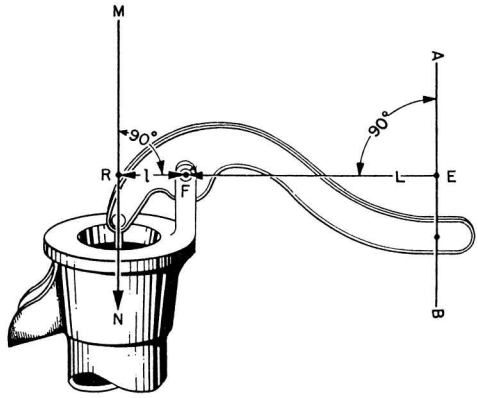

Figure 1-9.—A curved lever arm.
Look at figure 1-9. You may wonder how to measure the length of the effort arm, which is represented by the curved pump handle. You do not measure around the curve; you still use a straight-line distance. To determine the length of the effort arm, draw a straight line (AB) through the point where the effort is applied and in the direction that it is applied. From point E on this line, draw a second line (EF) that passes through the fulcrum and is perpendicular to line AB. The length of line EF is the actual length (L) of the effort arm.